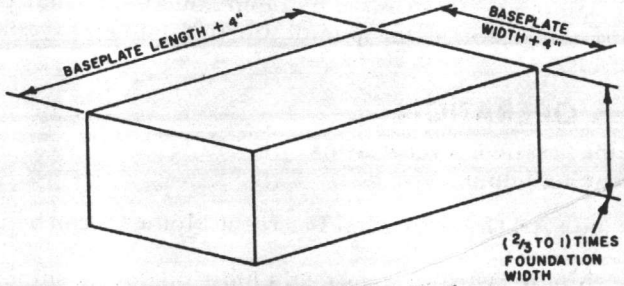
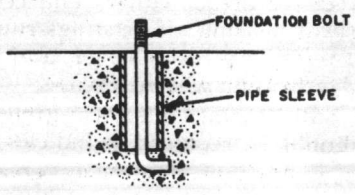

Fig. 1—Foundation Block
Fig. 2—Foundation Bolt
The foundation serves to carry the pump weight and to absorb vibration. Normally, the foundation is made of concrete block, preferably tied in with the floor or ground. Make the foundation block about 4" longer and 4" wider than the base of the frame. Height of the block may vary from 2/3 to 1 times the *width* of the foundation (Fig. 1). When foundation is poured, provide a hole near each of the four (4) corners. To simplify installation and maintenance use lead Anchors. Place the front Anchor about 2" from the edge of the foundation to clear overhanging casings (Fig. 2).